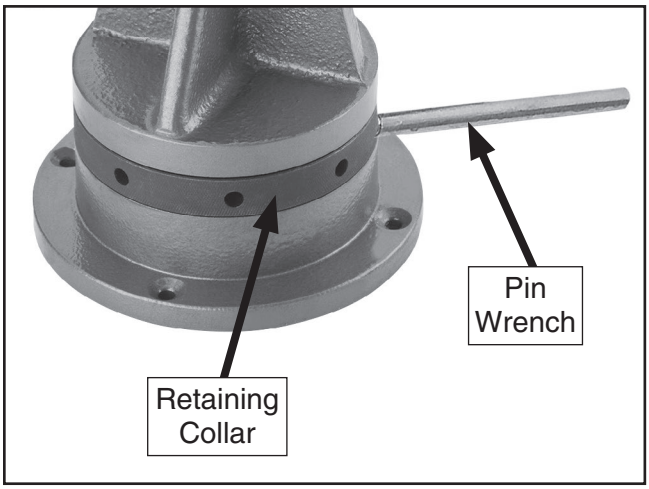

Figure 6. Insert pin wrench.
1. Insert pin wrench into retaining collar (see **Figure 6).**